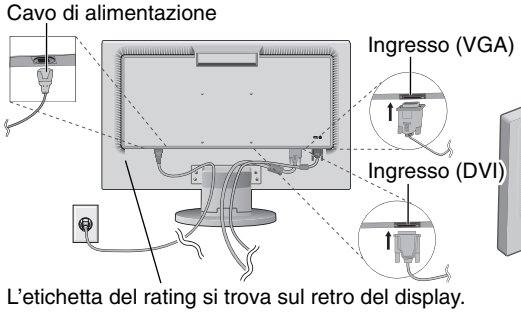

Figura B.1
3. Collegare il mini D-SUB a 15 pin del cavo segnali video e il cavo Audio al connettore appropriato sulla parte posteriore del monitor (**Figura B.1**).